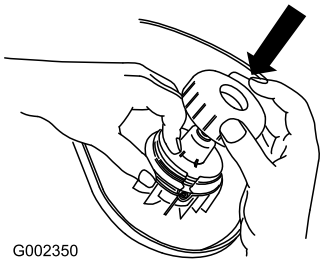

Figura 16
2. Sujetando la cuerda y el carrete, coloque la tapa en el carrete (Figura 16).